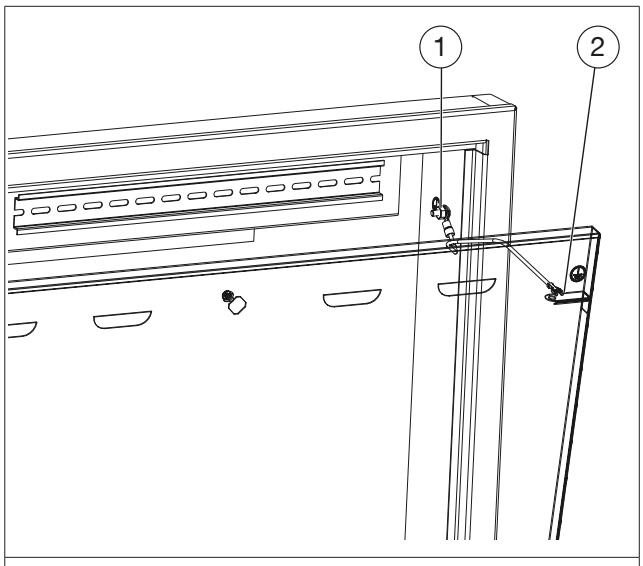

Fig. 8: Mise à la terre de la porte
1. Raccorder le point central de mise à la terre (voir Fig. 8 en page 30 (1)) au rail de compensation de potentiel du bâtiment au travers d'un câble.
Le point central de mise à la terre se trouve sur la paroi latérale droite du coffret pour pose en applique (voir Fig. 8 en page 30).
2. Raccorder le point de mise à la terre de la porte (voir Fig. 8 en page 30 (2)) au point central de mise à la terre (1).